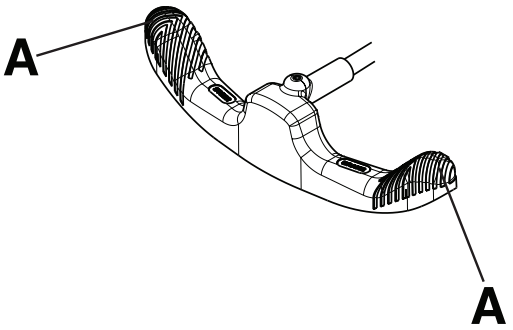

Afbeelding 2 – Het rem-/stuurpedaal bedienen
Opmerking - Druk niet het midden van het rem-/stuurpedaal in. Druk altijd het buitenste gedeelte (A) van het rem-/stuurpedaal in (Afbeelding 2).